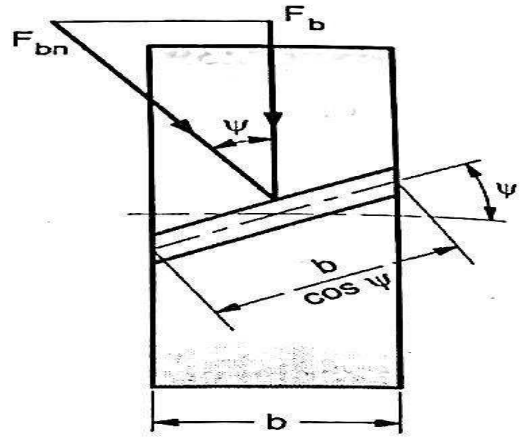

Fig. 2.8 : Beam Strength of Helical Gear Tooth
- From Lewis equation [Equation (1.23), (Chapter)], referring Fig. 2.8, the beam strength of the virtual spur gear in the plane perpendicular to the tooth element (i.e. normal plane) is given by,